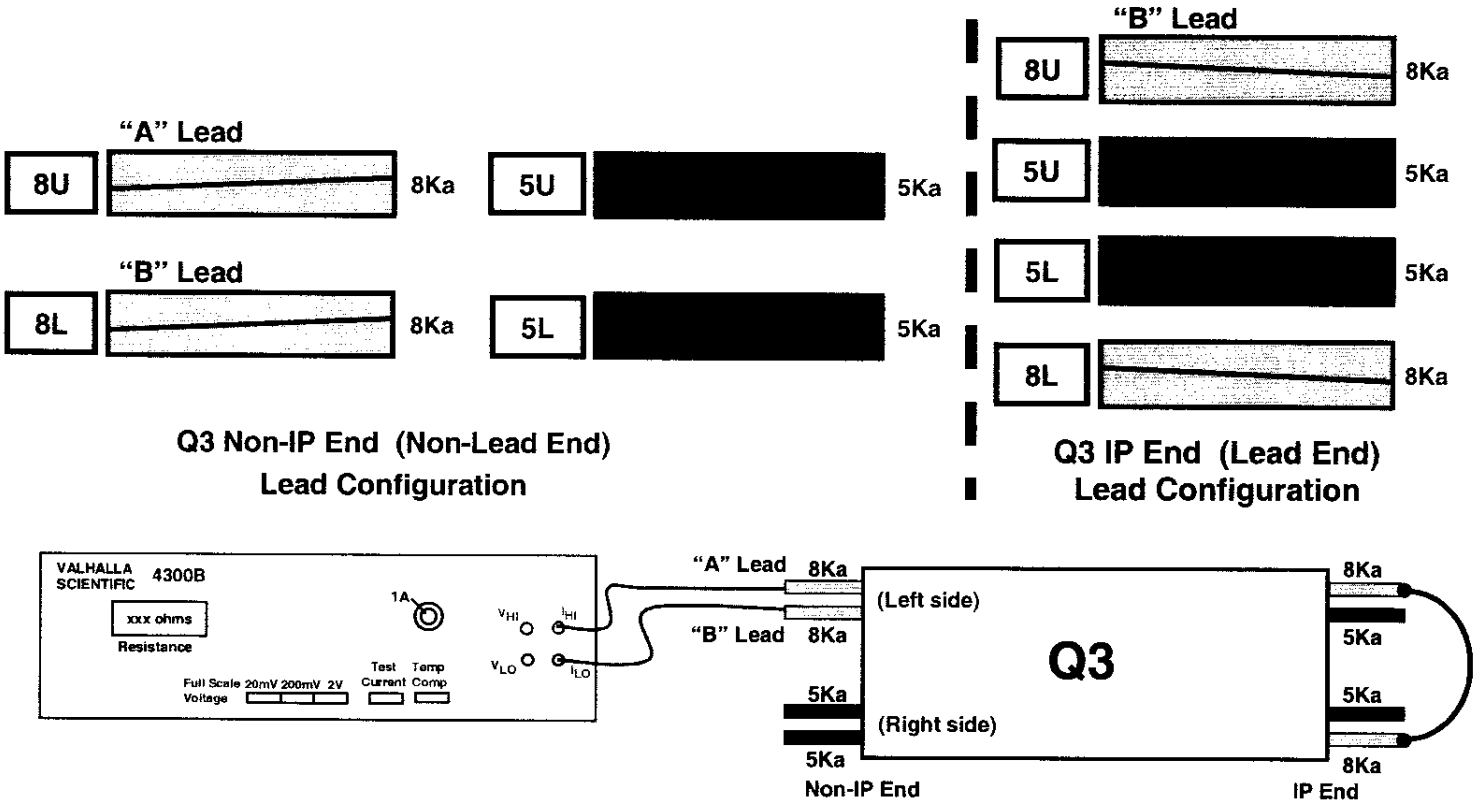

# Figure 16.1-A
6. Connect $I_{HI}$ to "A" Lead as shown in figure 16.1-A.
7. Connect $I_{LO}$ to "B" Lead as shown in figure 16.1-A.
11. At the IP End, jumper the 8Ka leads as shown in Figure 16.1-A.